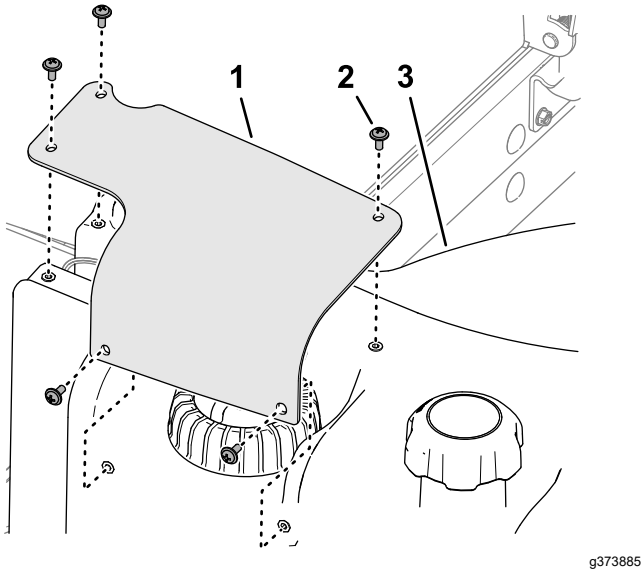

Figur 95
7. Ret hullerne i brændstofsenderafskærmningen ind efter hullerne i brændstoftanken, og fastgør afskærmningen til tanken med de 5 stjerneskruer (Figur 95).